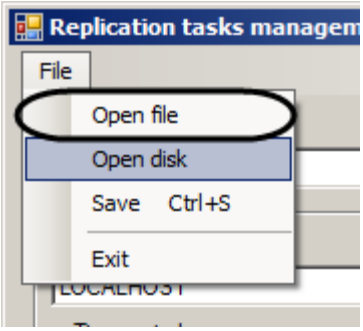

Figure 12.16-10 Opening the query file manually
1.1 Select “Open file” in the “File” menu (Figure 12.16-10).